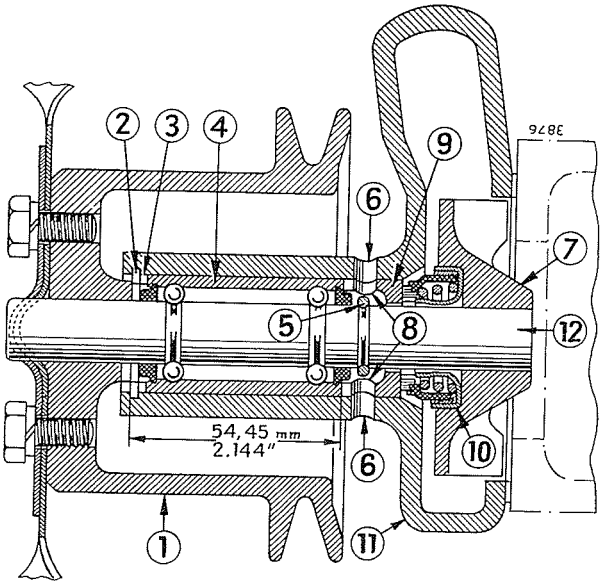

Bild 231
Die Hinweiszahlen beziehen sich auf Bild 231.
Abstand des hinteren Abstandringes (9) von dessen Innenkante zur Außenfläche der Sicherungsnut 54.45 mm ≈ 2.144" (siehe Bild 231).
Vorderen Abstandring (3), Bild 231, und Wasserpumpenlager (4) von der Flügelradseite her einführen. Darauf achten, daß das längere Ende der Wasserpumpenwelle (12) nach hinten zu liegen kommt.
Bei richtigem Sitz dieses Ringes muß der Abstand zwischen Innenkante hinterer Abstandring und Außenfläche-Sicherungsringnut 54.45 mm = 2.144" betragen, Bild 231. Die Bohrungen im Abstandring (8) müssen sich dabei mit den Bohrungen im Gehäuse (6) decken.
Die Wasserpumpennabe (1), Bild 231, so auf die Welle (12) aufpressen, daß sich von der Stirnfläche der Nabe zur Auflagefläche des Wasserpumpenkörpers ein Abstand von 117.5 mm = 4.625" ergibt.